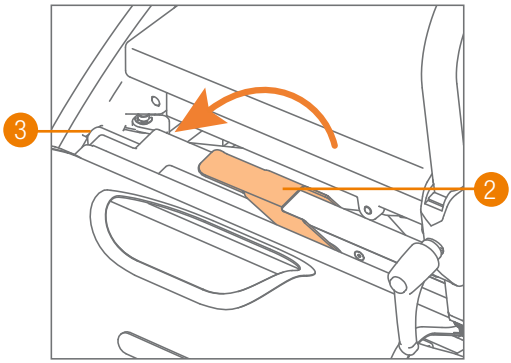

Figuur 32: Vergrendelen van het rolstoelpakket.
d. Duw de rode hendel zonder kracht omlaag om het rolstoelpakket te vergrendelen. Hierdoor gaan de vergrendelingspinnen naar buiten zodat het pakket goed vast zit **(Figuur 32)**. U kunt nu gewoon met de Rollz Motion rollator lopen.